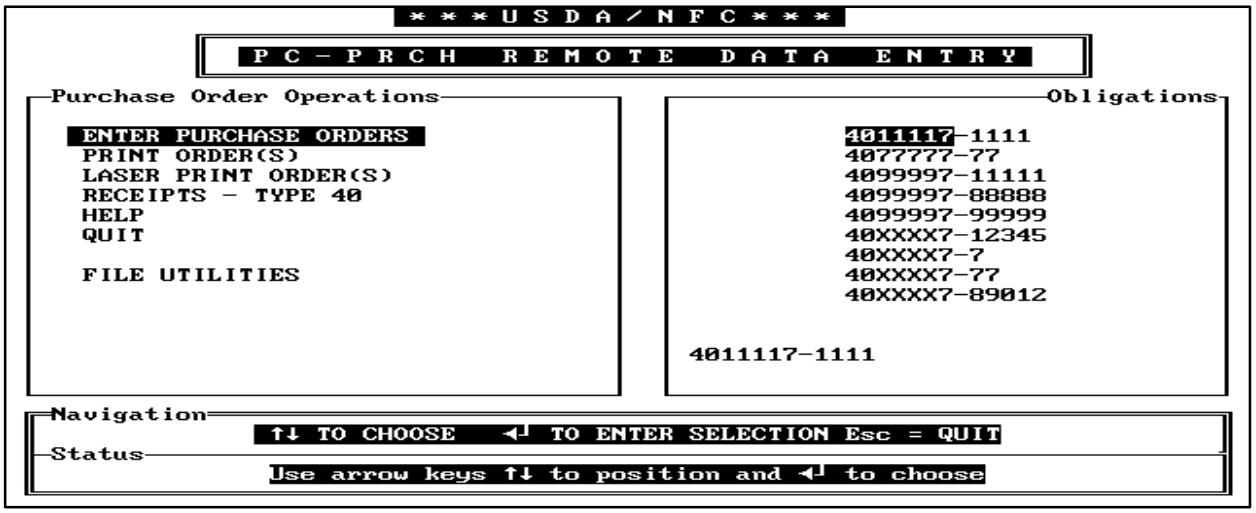

Figure 23. Previously Entered Orders Screen
Key in the order number, or press [Enter] at the Enter Order Number field, then any key to display a list of previously entered orders (**Figure 23**). Use the ⇧ and ⇩ keys to locate the appropriate order number and press [Enter]. The Screen Menu (**Figure 24**) is displayed on the right side of the screen. To select the applicable screen, use the ⇧ and ⇩ keys and press [Enter]. To view the next screen, press [Enter]. To return to the Screen Menu, press [F10].
• To view and select an order to delete from a list of previously entered orders (**Figure 23**), press [Enter] at the Enter Order Number field and then any key. Use the [↑] and [↓] keys to select the order number you want to delete and press [Enter]. To confirm the delete action, the order number and the word *Deleted* is displayed at the bottom of this list. To return to the Access Menu, press [Esc].